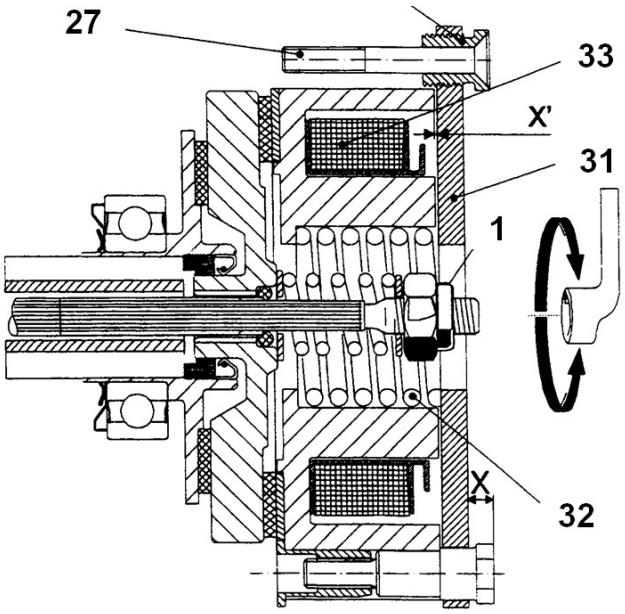

Figure 7 – Limiteur
1. Si la charge à soulever est excessive, il se produit un glissement entre (30) et (28). Cela permet de préserver l'ensemble du système contre toute rupture intempestive,
2. Le seuil de déclenchement du limiteur (couple de tarage) se règle grâce à l'écrou (1). Ce seuil est égal à 1,25 fois la charge nominale du palan (voir figure 7).